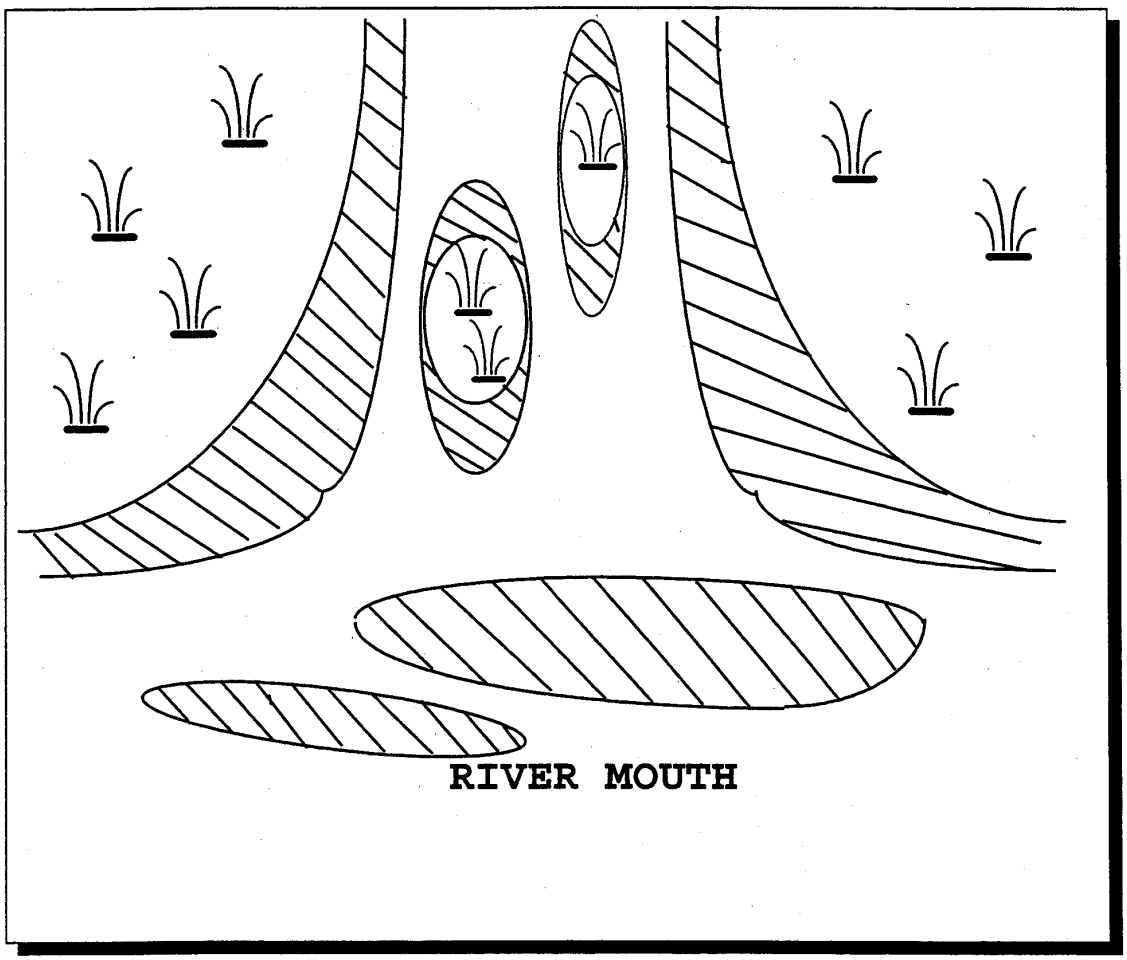

Figure 3
(1) Rippled Water - Lightly rippled water, where no wind is blowing, is an indicator of shallow water.
(2) Undulating Waves - A long undulating wave indicates deep water and fast currents. A smooth surface usually indicates deep water and slightly lessened velocity.
(4) Rolled Waves - A rolled surface, at a particular point usually indicates an obstruction, such as a log, tree or cable lying perpendicular to the direction of the current.
e. Tidal Considerations. In tidal waterways, silt deltas or shoals are found on both ends of mid-channel islands, and on both sides of the mouths of waterways. The tidal flow backing up into tributaries will usually form sandbars and shoals across the mouth of a river entrance. Breaks in the shoals will be near the shore rather than at midstream (see figure 3).